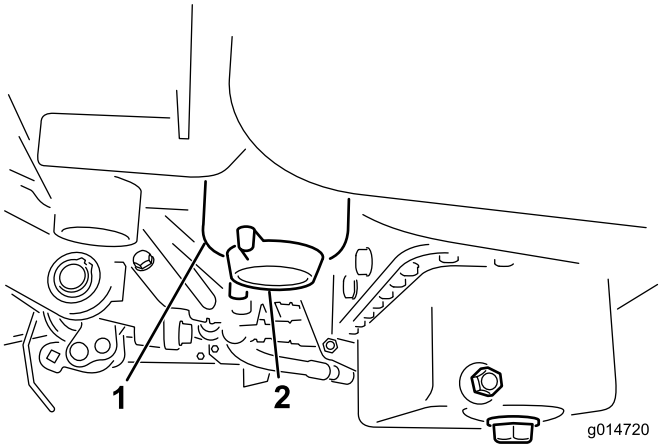

Figuur 50
2. Reinig de omgeving van de plaats waar de filterbus wordt gemonteerd (Figuur 50).
4. Open de filteraftapplug (Figuur 50).